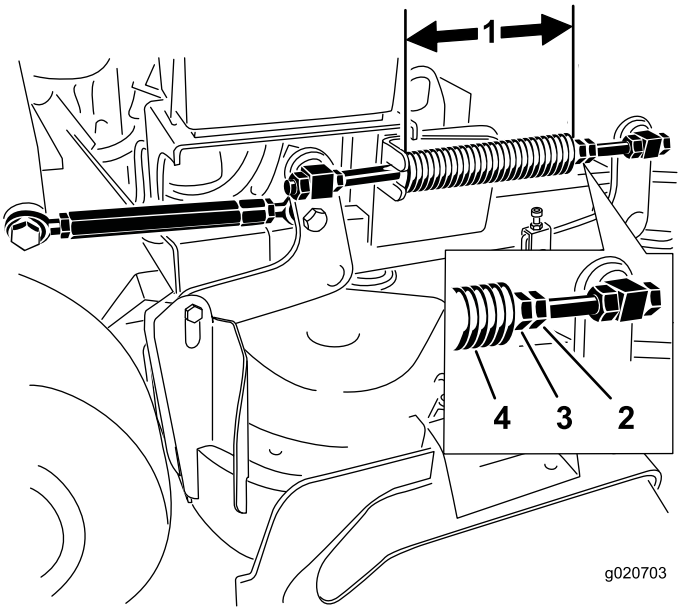

Figur 88
2. Kontroller trykfjederens længde. Den nominelle længde er 28,2 cm for 36 tommers plæneklipperskjolde og 25,7 cm for 40 tommers plæneklipperskjolde (Figur 88).
3. Juster denne afstand ved at løsne fjederkontramøtrikken og dreje møtrikken foran hver fjeder (Figur 88).
4. Lås møtrikken på plads ved at spænde fjederkontramøtrikken (Figur 88).